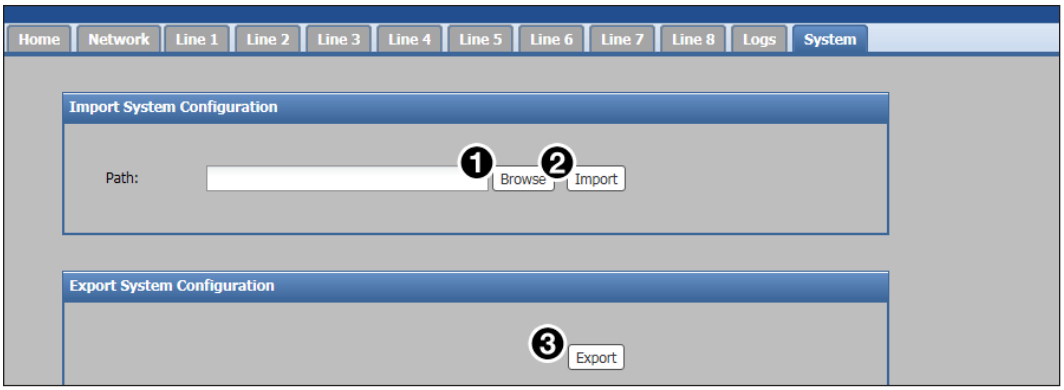

Figure 50. VoIP System Page
The **System** tab allows users to export VoIP configurations to a JSON file (see figure 50). These configuration files are used to return DMP 128 Plus devices to a known VoIP configuration. Additionally, partial configurations (individual JSON fields) can be applied using the import tool.
6. In the `Import System Configuration` panel, click the **`Browse`** button (see **figure 50**, ❶ on page 80) to locate the `voipConfig.conf` file created in the previous steps.
7. Click the **`Import`** button (❷) to update the DMP Plus Series with the new settings. A notification appears once the settings have applied successfully.